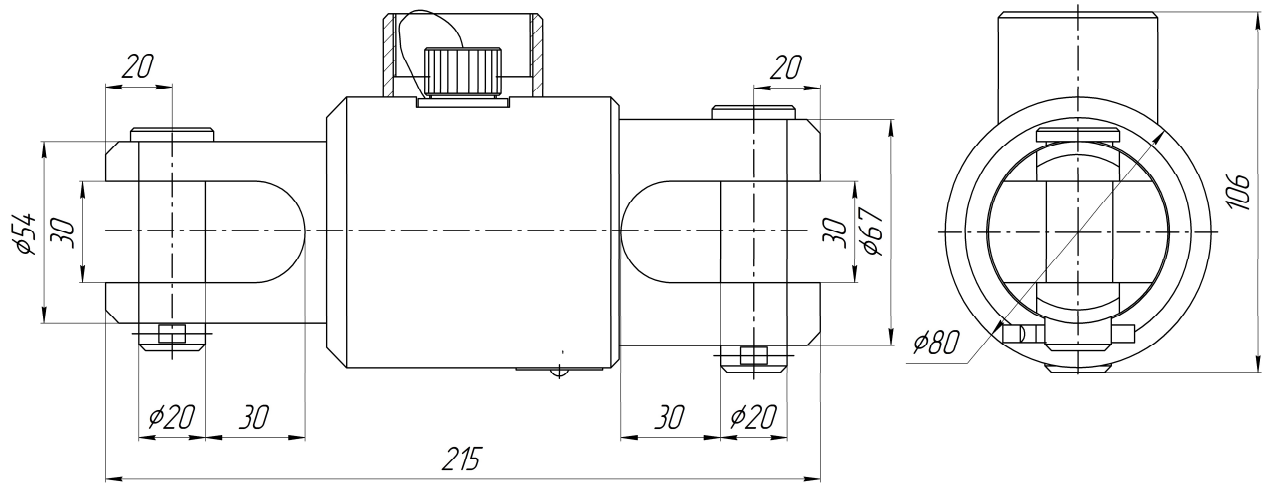

Рисунок 1. Габаритные и присоединительные размеры ДН-130В
- габаритные и присоединительные размеры на технологическом объекте соответствуют размерам ДН-130В (см. рисунок 1,2,3,4);